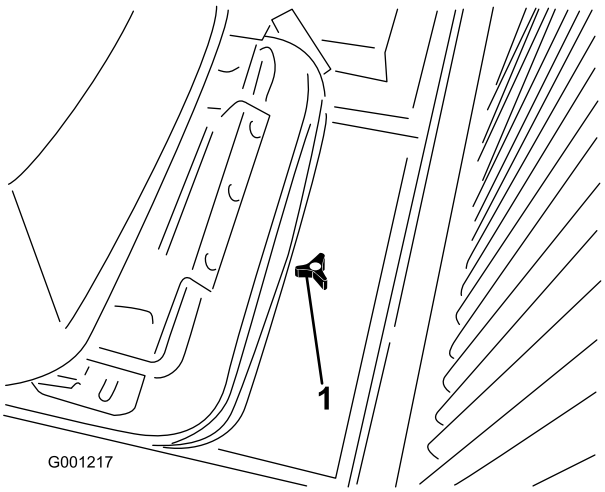

Figur 32
1. Løsne knotten og fjern dekselet bak på setemonteringsplaten (Figur 32).